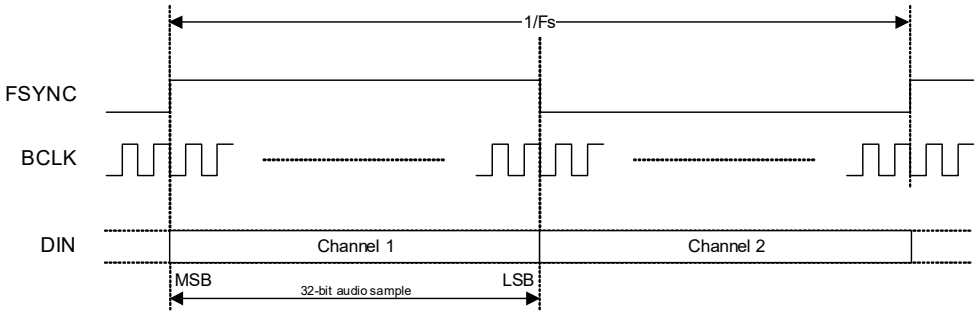

Figure 4-14. Left-Justified Data Format
- If Left-Justified data format is selected, the ASP supports audio channels 1–2 as shown in Fig. 4-14. The minimum BCLK rate is 64×Fs (where Fs is the sample rate). In ASP Primary Mode, the minimum BCLK rate of 64×Fs is not supported for sample rates of 16 kHz or 32 kHz. A higher BCLK frequency can be used, resulting in unused BCLK cycles between the LSB of one sample and the MSB of the next.